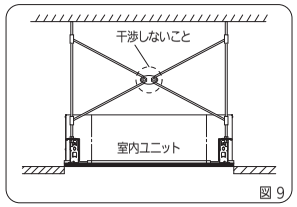

図9
9. 吊りボルトに耐震用の筋交いを取り付ける場合、筋交いは互いに干渉させないように交差部を金具固定してください。（図9）